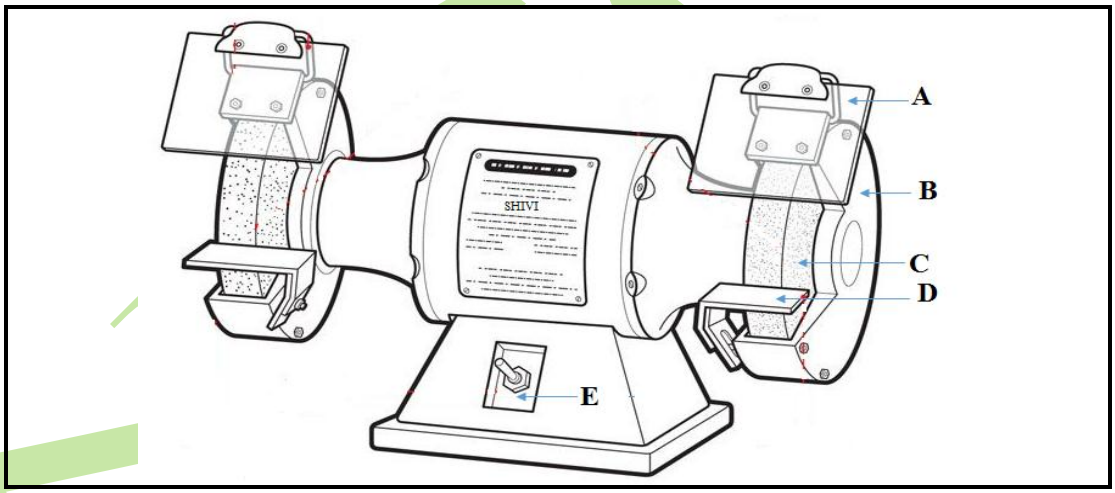

FIGURE 1 (5)
1.2 FIGURE 1 below shows a bench grinding machine. Label items (A–E) in the ANSWER BOOK.